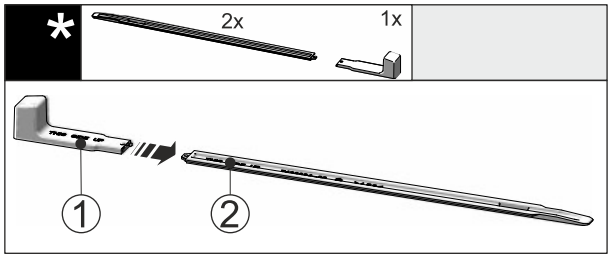

Fig. 51
▶ 将安装手柄 *Fig. 51 (1)* 插到水平导轨 *Fig. 51 (2)* 上。